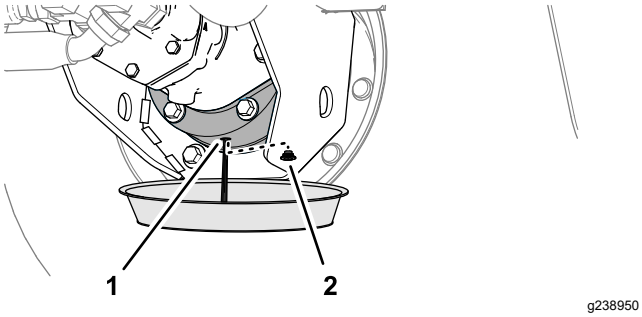

Figura 95
6. Coloque un recipiente debajo del alojamiento del freno, retire el tapón de vaciado y deje que se drene por completo el lubricante (Figura 95).